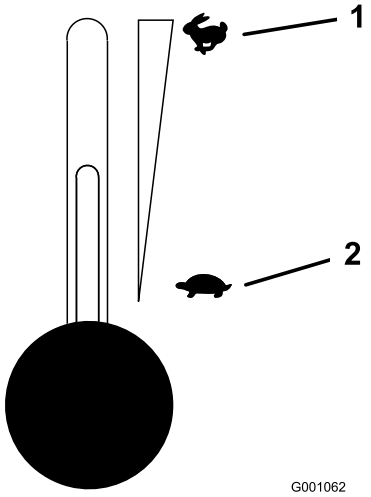

Figur 13
5. Flytta gasreglaget till mittläget (Figur 13).
2. Flytta gasen till mittläget mellan långsamt och snabbt (Figur 13).